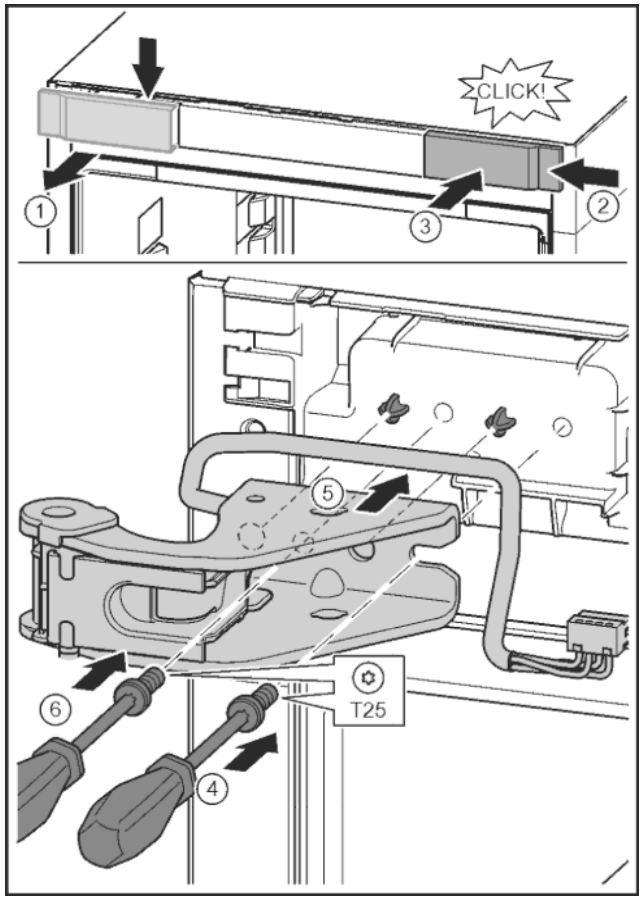

Fig. 29
▶ Отпустить крышку и снять сбоку. *Fig. 29 (1)*
▶ Навесить крышку, повернув ее на 180°, справа с другой стороны. *Fig. 29 (2)*
▶ Крышку зафиксировать. *Fig. 29 (3)*
▶ Установить винт отверткой T25. *Fig. 29 (4)*
▶ Установить верхний опорный кронштейн. *Fig. 29 (5)*
▶ Затянуть винт. *Fig. 29 (4)*
▶ Вставить и затянуть винт отверткой T25. *Fig. 29 (6)*